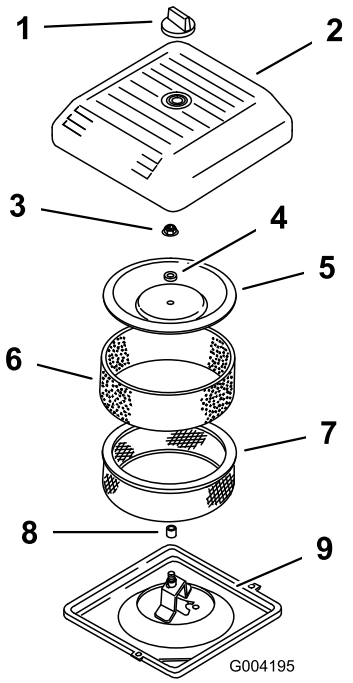

Figur 14
2. Skru knappen af, og fjern luftfilterdækslet (Figur 14).
3. Skub forsigtigt skumforfilteret ud af papirindsatsen (Figur 14).
4. Skru dækselmøtrikken af og fjern dækslet, afstandsbøsningen og papirfilteret (Figur 14).
2. Placer luftfilteret på luftfilterfoden (Figur 14).
3. Monter dækslet og afstandsklodsen og fastgør det med dækselmøtrikken (Figur 14). Tilspænd møtrikken til 10,7 Nm.
4. Monter luftfilterdækslet, og fastgør det med knappen (Figur 14).